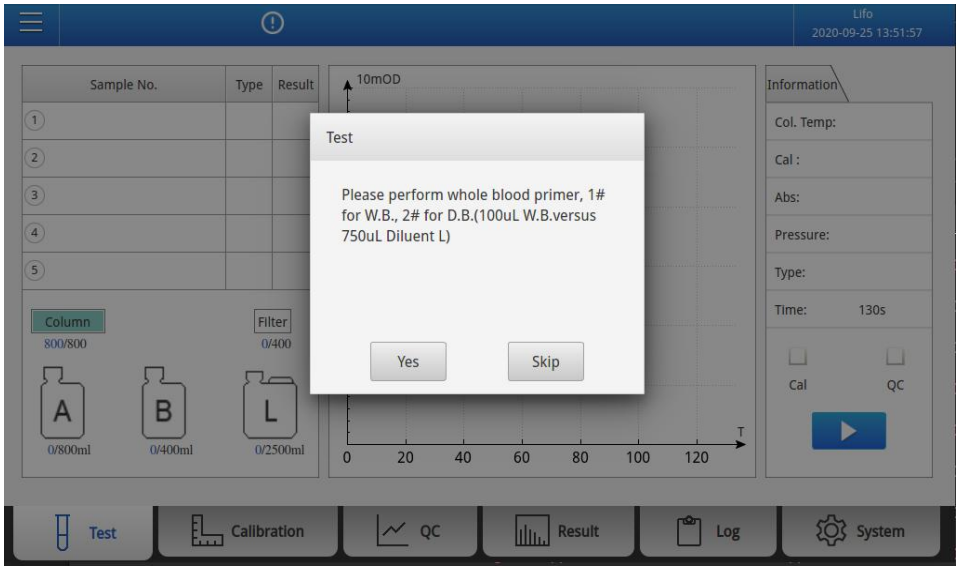

Fig. 5-10 Whole blood perfusion reminder interface
4)Connect a new column and tighten the fitting, then click ”**Yes**” button .The **Fig. 5-10** is displayed.